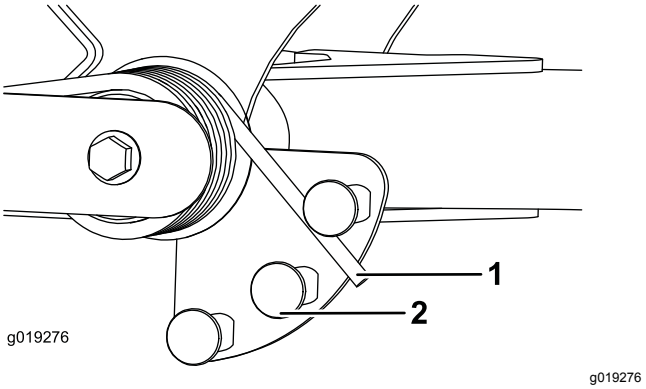

Рисунок 29
2. Вставьте трубу или аналогичный предмет в длинный конец пружины и поверните его вокруг пружинного привода в нужное положение (Рисунок 29).